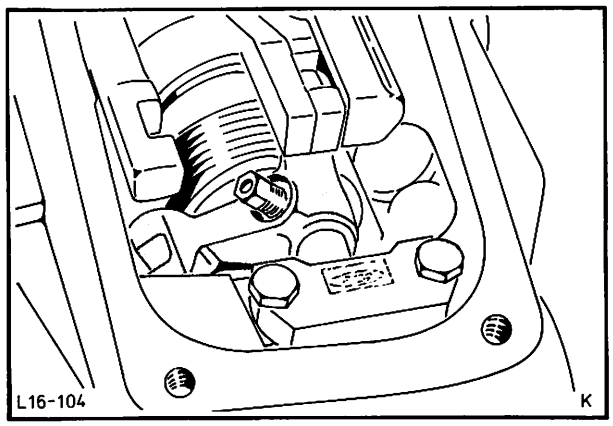

Abb. 124 Wählhebel auf die Schaltstange montieren
60. Wählhebel auf die Schaltstange schieben und mit Schraube sichern, Abb. 124.